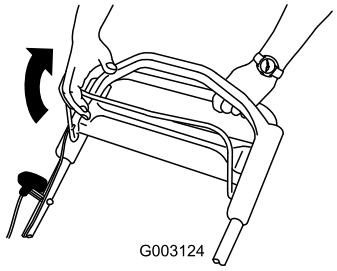

Figur 13
1. Dra knivstyrstången mot handtaget (Figur 13).